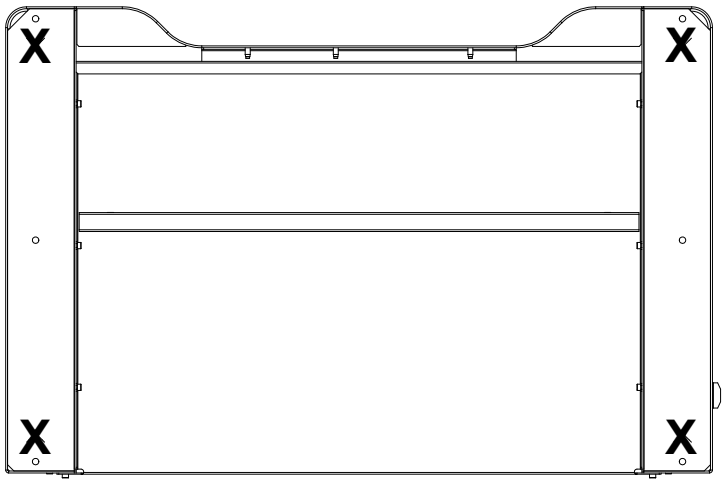

Figure 19. Dessous du bâti montrant l'emplacement des pieds du bâti
6. Repérez les pieds du bâti qui ont pu être retirés pour boulonner le bâti à la palette et réinstallez-les aux endroits indiqués sur Figure 19 à la page 69.